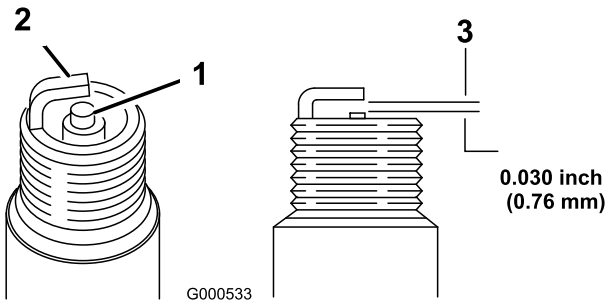

Figura 27
5. Impostate la luce sul tappo a 0,76 mm (Figura 27).